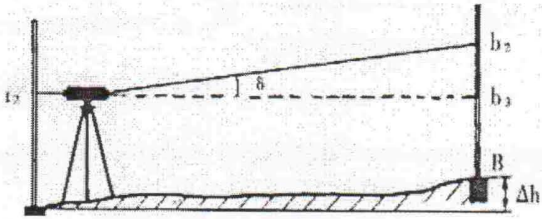

Рис. 10
- Переместите прибор и установите его на расстоянии 1-2 м от рейки А (рис.10).